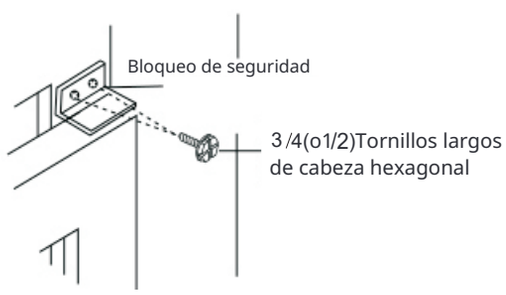

Fig.19
2. Coloque el bloqueo de seguridad en ángulo recto (Fig. 19).